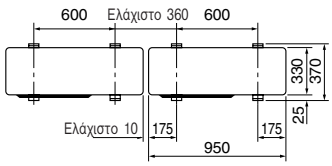

Fig. 3-1
• Η μονάδα πρέπει να τοποθετηθεί σε σταθερή και επίπεδη επιφάνεια για την αποφυγή θορύβων κατά τη λειτουργία. (Fig. 3-1)